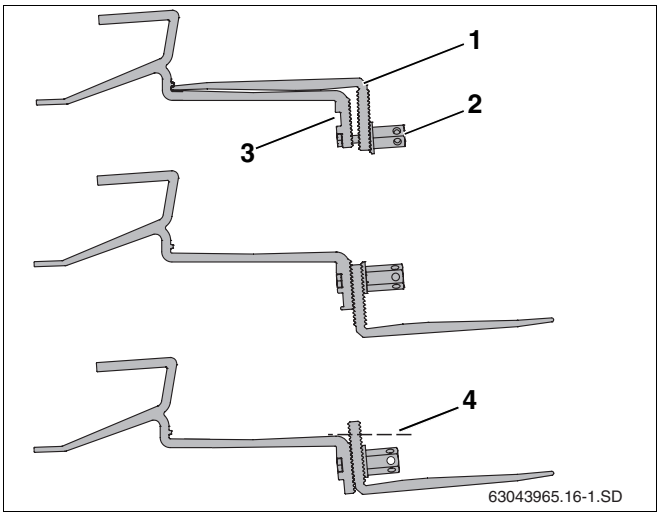

Abb. 17 Dachhaken-Unterteil neu positionieren
- Lange Sechskantmutter (Abb. 17, **Pos. 2**) lösen.
- Schraube ins obere Loch (Abb. 17, **Pos. 3**) stecken.
- Dachhaken-Unterteil (Abb. 17, **Pos. 1**) lose befestigen. Die Verbindung noch nicht fest anziehen.